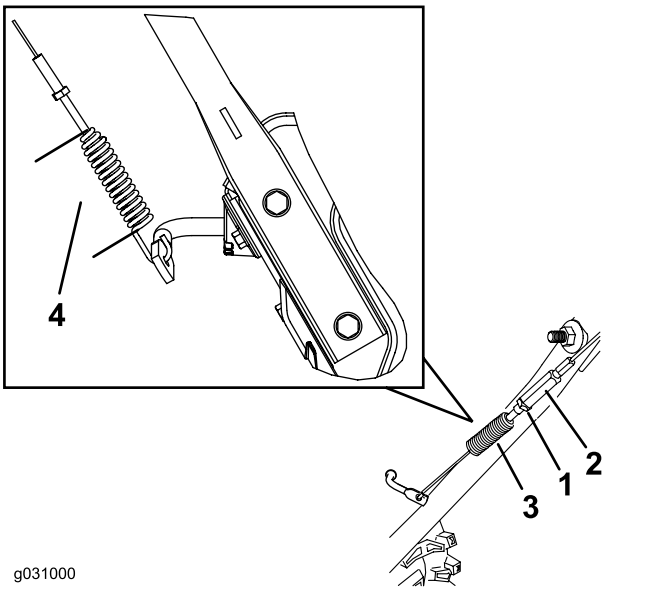

**Figura29**
3. Strângei sau slăbii întinzătorul cu filet pentru a regla lungimea arcului la 7 cm, după cum este ilustrat în Figura29.
4. Strângei contrapiulia (Figura29), asigurându-vă că în cablu este o tensiune redusă.